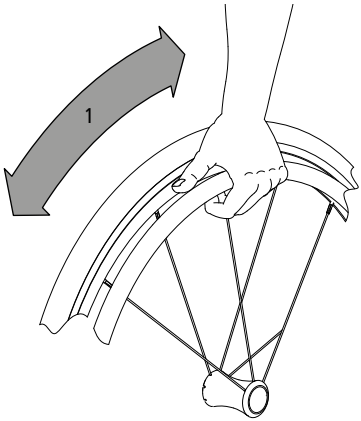

afb. 18
1. Pak de hoepel met de hand vast en draai het wiel naar voren of achteren (1, afb. 18). Hiervoor plaatst u de hand met de duim in de rijrichting op de hoepel en sluit u de andere vingers tot een vuist om de hoepel.